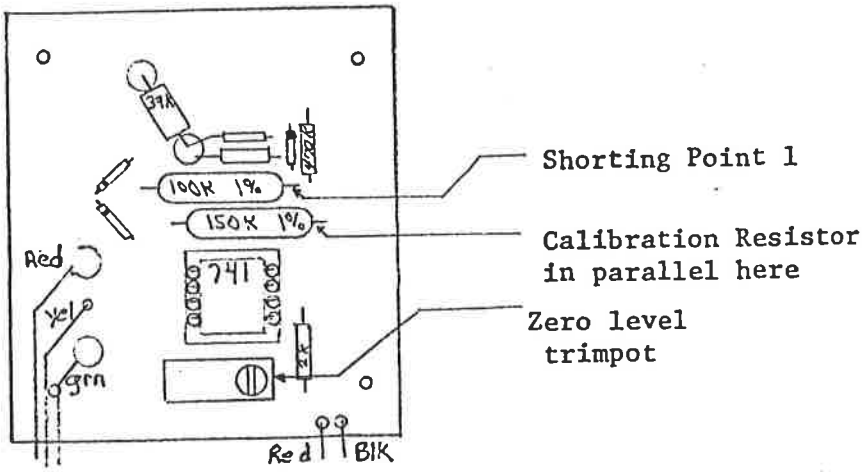

FIGURE 2
~~2) Short point 1 on p.c. board to ground using a short clip lead, see figure 2~~
F. Solder a calibrating resistor (400K, etc.) in parallel with the 150KΩ, 10% resistor (see figure 2) so as the DVM on the output of the Diode Detector Box reads 5.00 ± .05 volts.